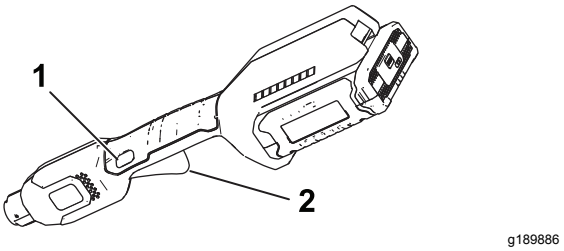

Figura 8
4. Per avviare il decespugliatore, premete il pulsante di bloccaggio, poi schiacciate la levetta della velocità variabile (Figura 8).